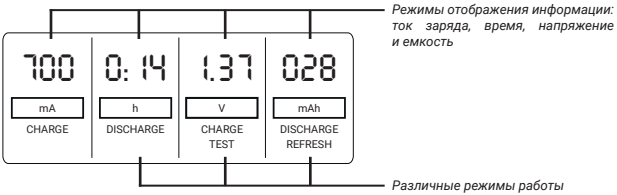

Рис. 1
3. «ДАННЫЕ» – выбор отображаемой на дисплее информации. В процессе или по окончании работы, нажимая кнопку ДАННЫЕ, на дисплее будет отображаться циклически по очереди: ток (mA), напряжение (V) , емкость (mAh), время работы (h) (см. Рис. 1).